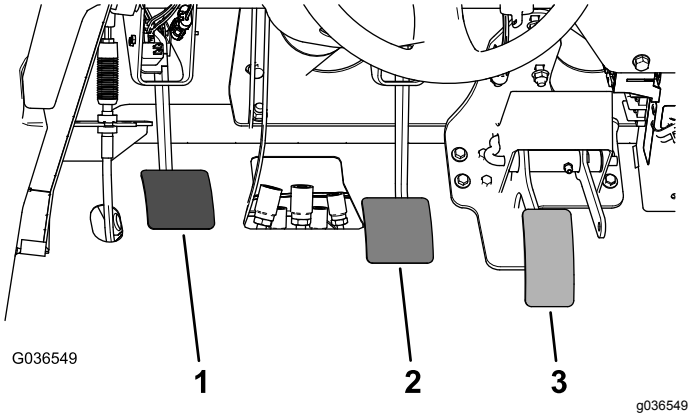

**Figur 61**
2. Løft op i bremsepedalen (Figur 61), indtil den berører stellet.
3. Løsn kontramøtrikkerne, der fastgør gaflen til hovedcylinderakslen (Figur 61).